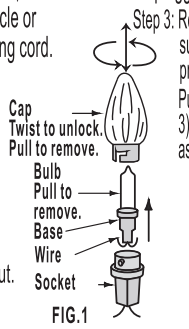

FIG.1
Step 2: Remove burned out bulb by grasping the bulb base and pulling straight out of socket.Straighten wires and pull bulb straight out of base(FIG.1).